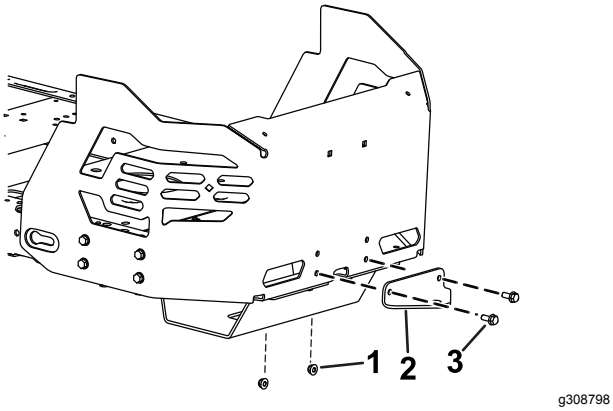

Bild 13
1. Entfernen Sie die vorhandenen zwei Schrauben, zwei Muttern und die Anbauvorrichtungshalterung von der Unterseite der Motorschutzvorrichtung (Bild 13).